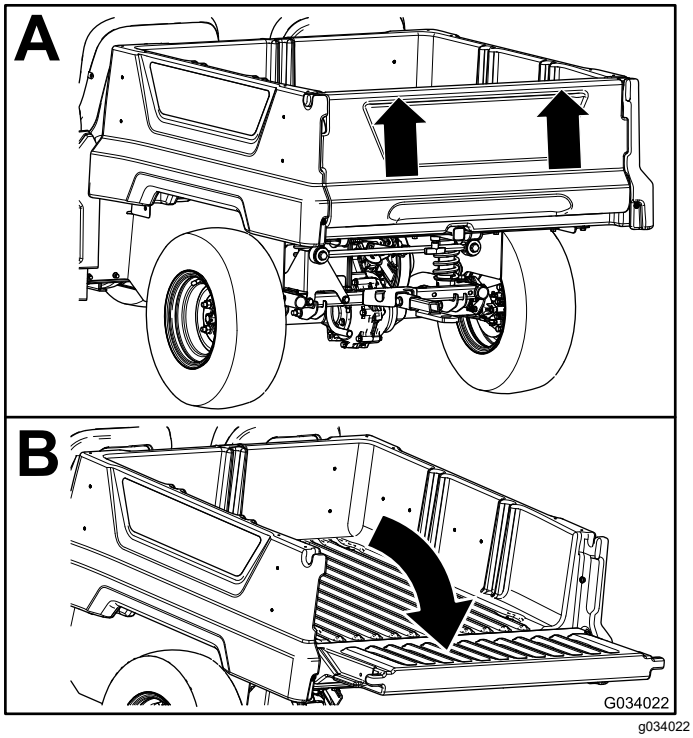

Figur 13
2. Brug begge hænder, og hæv bagklappen vha. kanten nær toppen af bagklappen (Figur 13).
3. Sænk bagklappen, indtil den flugter med bunden af ladet (Figur 13).